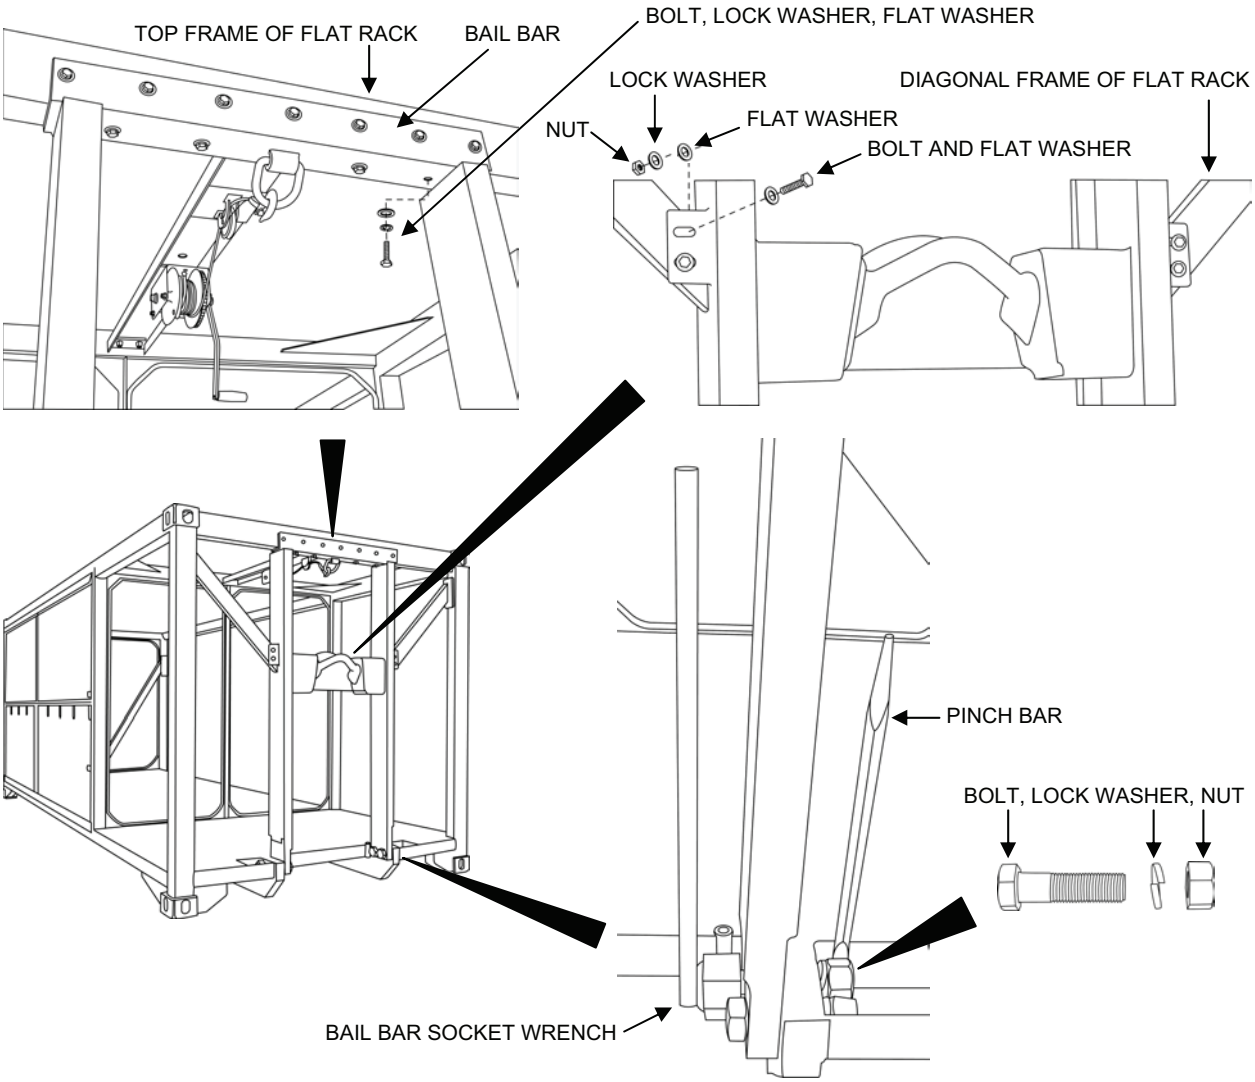

Figure 6. Removing the Bolts from the Bail Bar.
b. Remove the hardware that secures the bail bar to the flat rack as follows (see Figure 6):
b. Install the two large bolts, lock washers, and nuts that secure the bottom of the bail bar to the flat rack (see Figure 6).